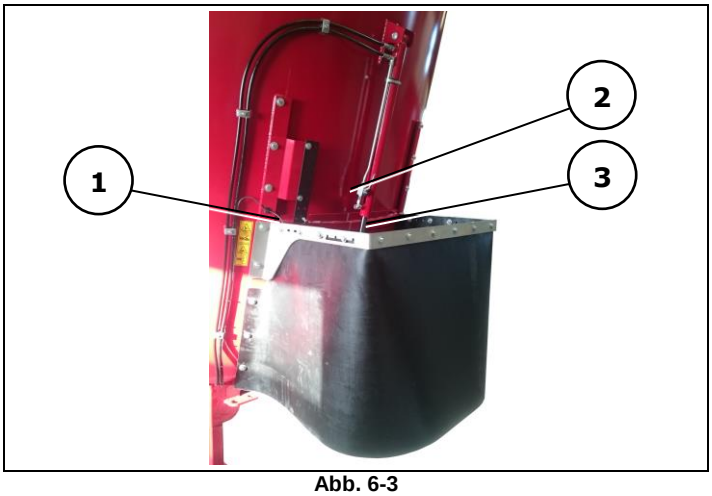

Abb. 6-3
2. Öffnen Sie den Dosierschieber (3) mit dem jeweiligen Drucktaster auf dem Bedienfeld der Steuerung „Basic“ oder der Steuerung „Plus“ (siehe Kapitel 4.15.1.5 & 4.15.2.5, Seite 50 & 5454**Fehler! Textmarke nicht definiert.**). Bei der mit dem Sensor 1 (Abb. 6-3) eingestellten Öffnungsweite, stoppt die automatische Öffnung.